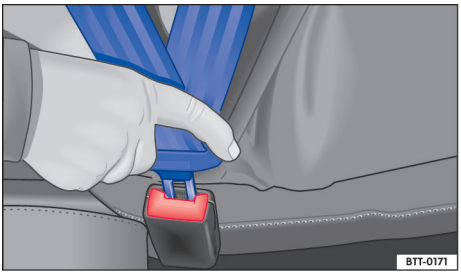

Fig. 28 Introduzir a lingueta do cinto de segurança no fecho do cinto de segurança.
– Introduzir a lingueta do cinto firmemente no fecho do cinto de segurança correspondente ao assento → Fig. 28.